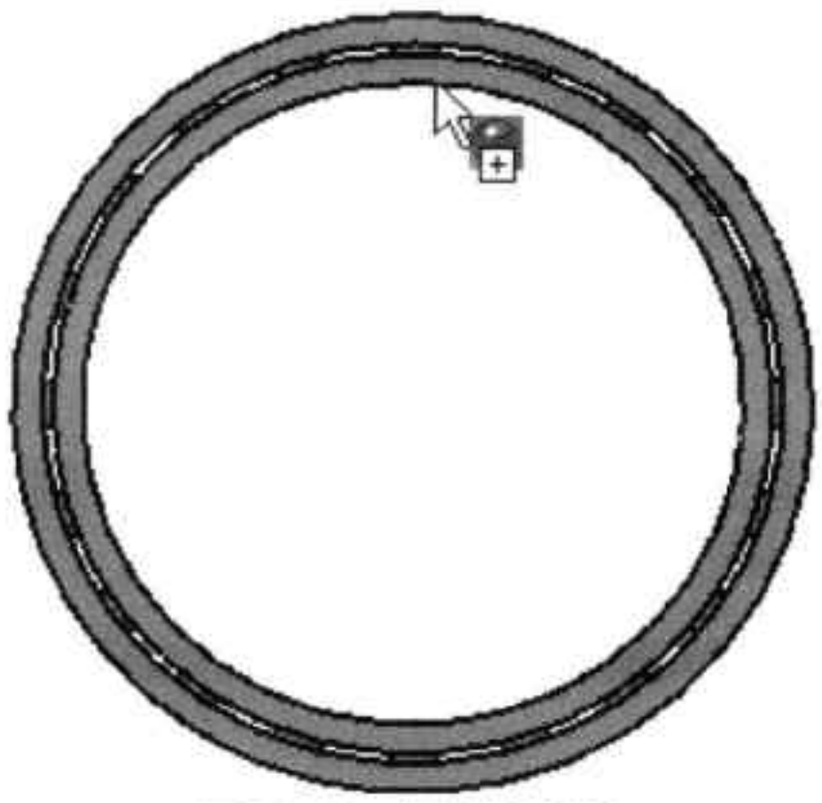

图21-40 拖曳材质贴图
Step 03 在“文档材质”选项中，将添加的材质拖曳到模型上，为其添加材质贴图，如图 21-40 所示。